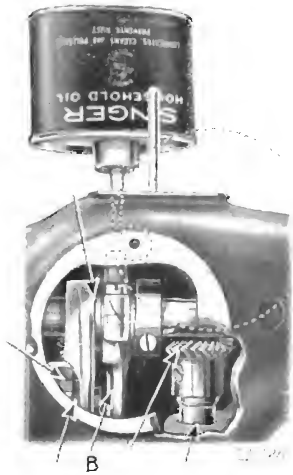

FIG. 66. OILING POINTS AT THE BACK OF THE MACHINE. (ARM BROKEN AWAY TO SHOW OIL HOLE)
Loosen the thumb screw at the rear side of the machine and turn aside the cover plate as indicated by the dotted line in Fig. 66. Rotate the balance wheel until the connecting rod indicated by (B) in Fig. 66 is at its highest position. Apply a few drops of oil, through the hole in the top of the machine, to the wick which is retained in the cap of the connecting rod as indicated in Fig. 66. Also oil the other moving parts and oil hole inside the machine arm, then turn the cover plate to its original position and fasten it by tightening the thumb screw.